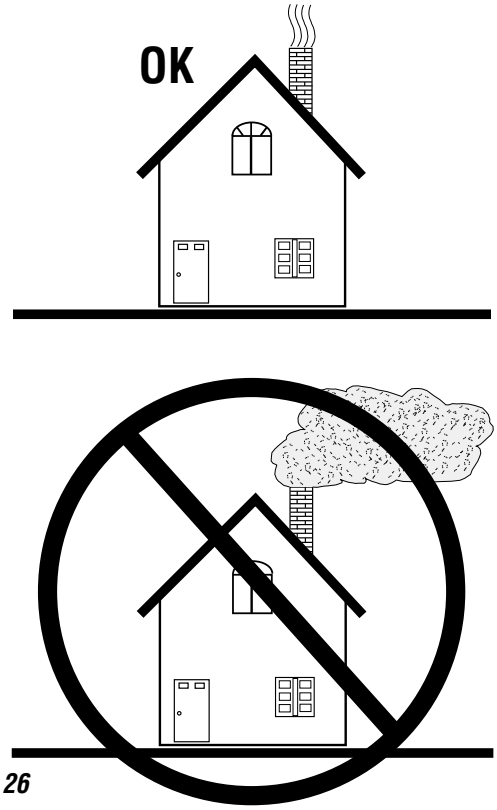

Figure 26
6. Go outside and check your chimney. More than a very small amount of smoke indicates wasted heat, creosote build up and pollution *(see **Figure 26**)*.